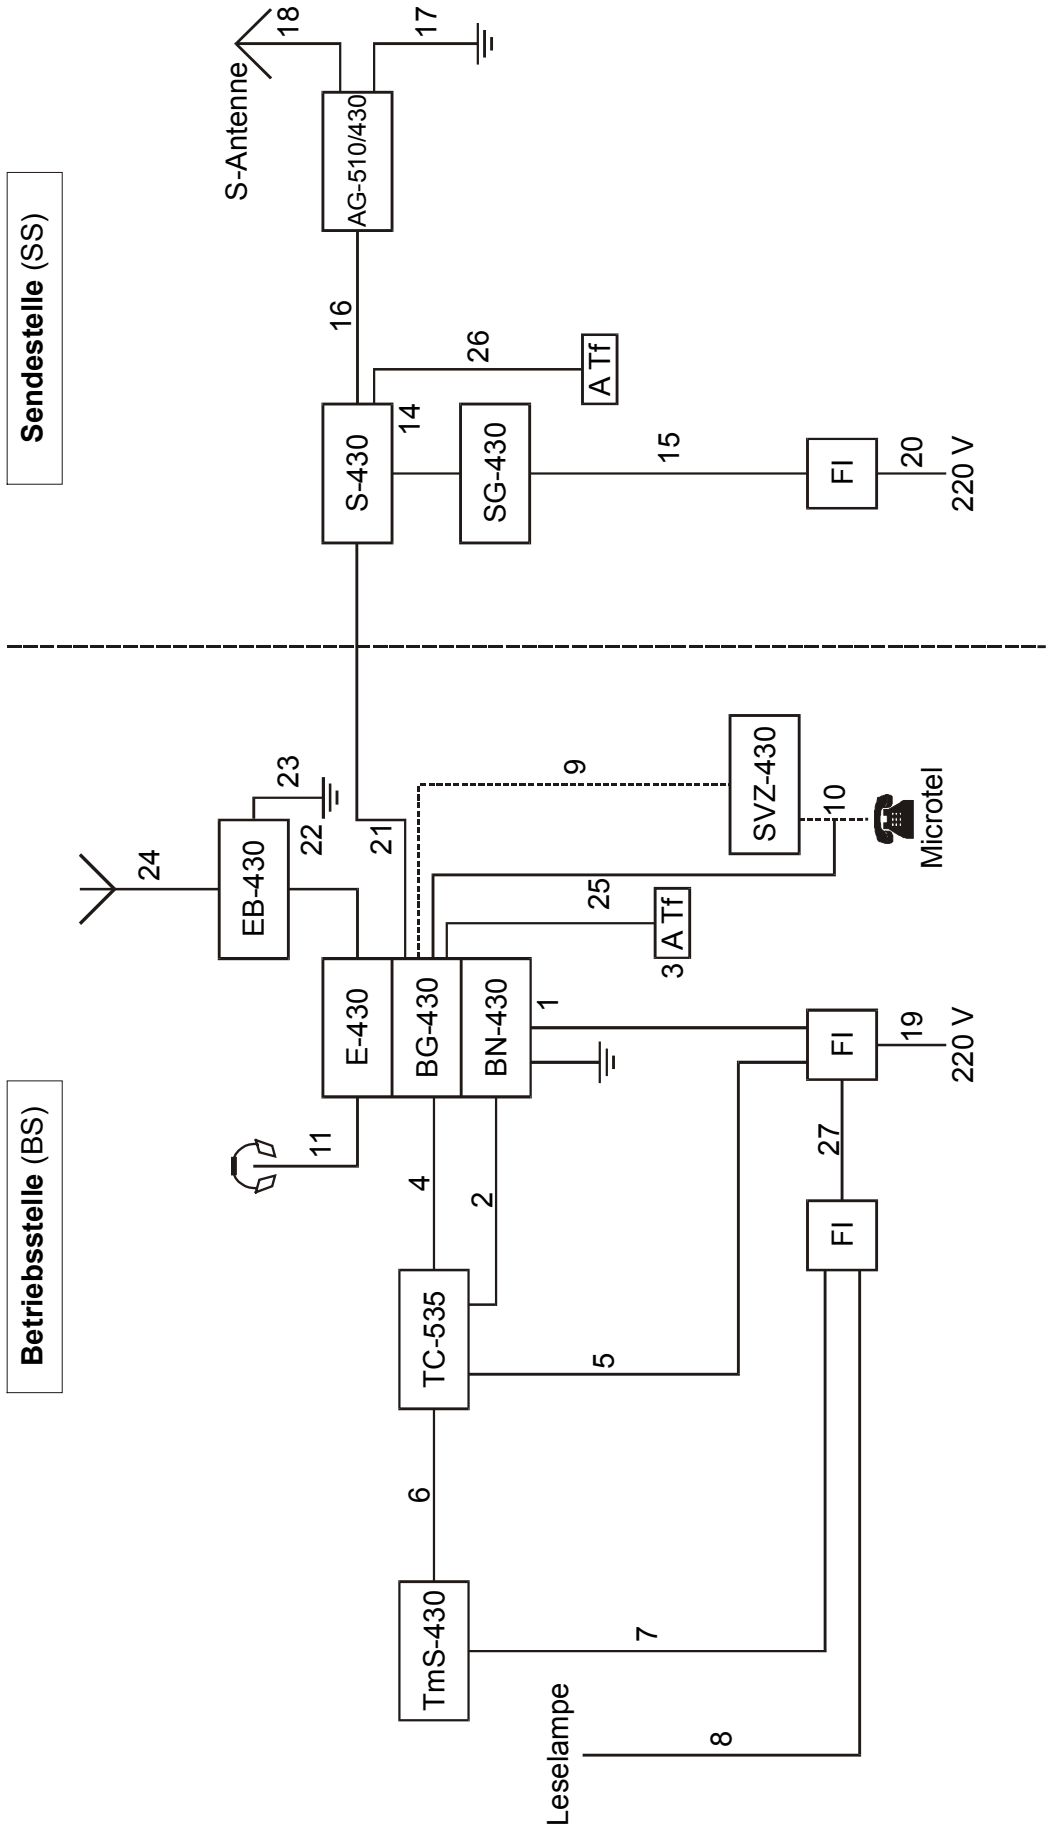

Figur 49 - Verkabelung bei Fernbetrieb
5.2.2 **Verkabelung der Sendestelle** (siehe Schema Figur 49)